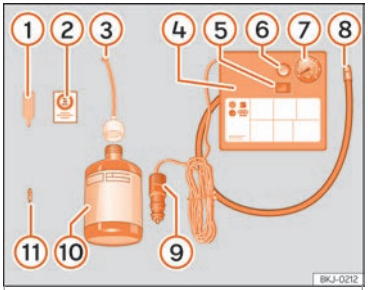

Fig. 70 Rappresentazione standard: contenuto del kit per la riparazione degli pneumatici.
- Svitare il cappuccio e l'elemento di tenuta della valvola del pneumatico. Utilizzare l'apparato ››› fig. 70 ① per estrarre l'elemento di tenuta. Collocarlo su una superficie pulita.
- Agitare vigorosamente la bomboletta del sigillante per pneumatici ››› fig. 70 ⑩.
- Avvitare il tubo di gonfiaggio ››› fig. 70 ③ alla bomboletta del sigillante. La piombatura della bomboletta si rompe automaticamente.
- Rimuovere il tappo del tubo di riempimento ››› fig. 70 ③ e avvitare l'estremità aperta dal tubo alla valvola dello pneumatico.
- Ricollocare l'elemento di tenuta con l'apparato ››› fig. 70 ① nella valvola del pneumatico.
- Avvitare il tubo di gonfiaggio dello pneumatico del compressore ››› fig. 70 ⑧ nella valvola dello pneumatico.
- Verificare che la vite di sfiato dell'aria sia chiusa ››› fig. 70 ⑥.
- Collegare il connettore ››› fig. 70 ⑨ a una presa elettrica a 12 V del veicolo ››› pag. 190.
- Collegare il compressore ad aria con l'interruttore ON/OFF ››› fig. 70 ⑤.